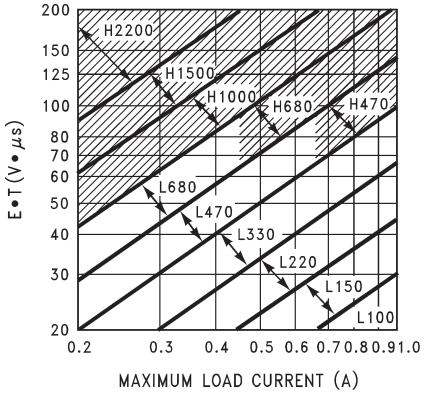

Figure 19. TL2575-ADJ
2. Inductor Selection (L1) **A.** Calculate the "set" volts-second (E•T) across L1: $E•T = (V_{IN} - V_{OUT}) \times t_{on}$ $E•T = (V_{IN} - V_{OUT}) \times (V_{OUT}/V_{IN}) \times \{1000/f_{osc}(\text{in kHz})\}$ [V•µs] **NOTE:** Along with I_{LOAD}, the "set" volts-second (E•T) constant establishes the minimum energy storage requirement for the inductor. **B.** Using Figure 19, select the appropriate inductor code based on the intersection of E•T value and $I_{LOAD(Max)}$. **C.** From Table 2, choose the appropriate inductor based on the inductor code. Parts from three well-known inductor manufacturers are given. The inductor chosen should be rated for operation at 52-kHz and have a current rating of at least 1.15 x $I_{LOAD(Max)}$ to allow for the ripple current. The actual peak current in L1 (in normal operation) can be calculated as follows: $I_{L1(pk)} = I_{LOAD(Max)} + (V_{IN} - V_{OUT}) \times t_{on}/2L1$ Where $t_{on} = V_{OUT}/V_{IN} \times (1/f_{osc})$	**2. Inductor Selection (L1)** **A.** Calculate the "set" volts-second (E•T) across L1: E•T = (25 – 10) × (10/25) × (1000/52) [V•µs] E•T = 115 V•µs **B.** Using Figure 19, the intersection of 115 V•µs and 1 A corresponds to an inductor code of H470. **C.** H470 → L1 = 470 µF Choose from: 34048 (Schott) PE-53118 (Pulse Engineering) RL1961 (Renco)